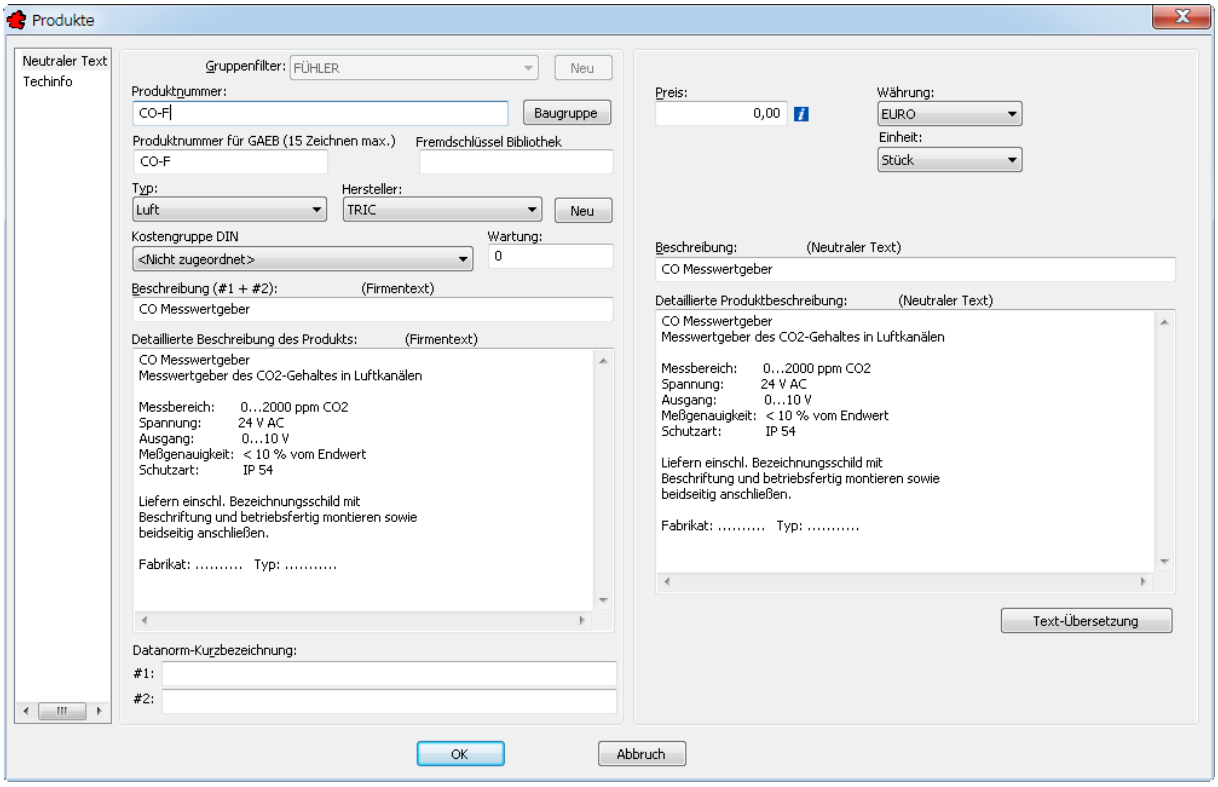

Bild 36.6 – Die Dialogbox *Produkte* erlaubt die Einstellung sämtlicher Parameter eines Produktes.
Die Dialogbox *Produkte* erscheint mit allen Daten des Messwertgebers (Abb. 36.6).
- Klicken Sie in der Rubrikenspalte der Dialogbox *Produkte* auf die Rubrik *Neutraler Text* (vgl. Abb. 36.6).
- Klicken Sie in der Rubrikenspalte der Dialogbox *Produkte* auf *Techinfo* (vgl. Abb. 36.6).